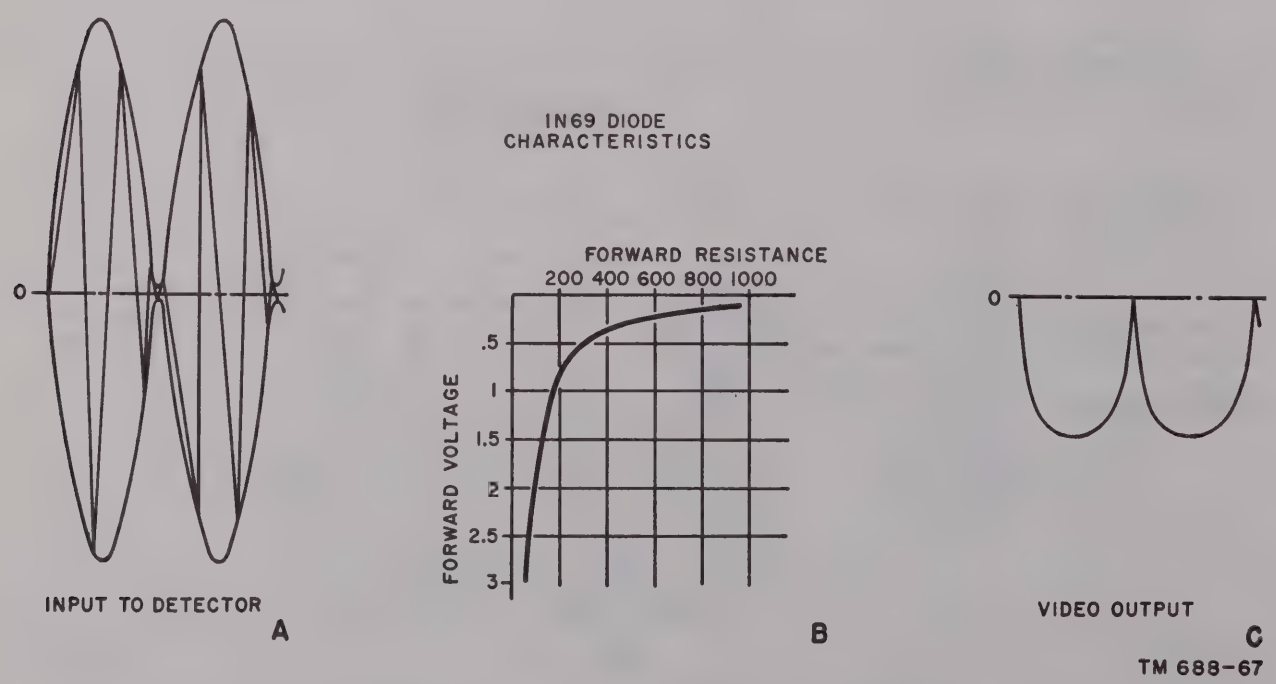

Figure 81. Detector analysis.
b. The amplitude-modulated 455-kc input to the detector circuit is shown in A, figure 81. The positive alternations of the 455-kc input are limited by crystal CR301 which conducts during the positive alternation. With only CR301 in the circuit, the detector output would be the amplitude-modulated negative alternations of the 455-kc signal. Crystals CR302 and CR303 and resistor R306 are added to the circuit to distort the modulation envelope to produce sharper propeller tips.
c. The voltage-resistance curve of the crystal diodes is shown in B, figure 81. The forward resistance (resistance to current flow from cathode to plate) is presented on the horizontal axis and the forward voltage (plate positive with respect to the cathode) is presented on the vertical axis. The forward resistance of the crystal is high for low forward voltages and low for high forward voltages. The resistance of the series circuit, consisting of crystals CR302 and CR303 and resistor R306, varies as the amplitude of the input voltage varies. When the modulation envelope is minimum, minimum forward voltage is applied to the crystals, and the forward resistance of the series circuit is maximum. When the modulation envelope is maximum, maximum forward voltage is applied to the crystals, and the forward resistance of the series circuit is minimum. During the minimums in the modulation envelope, the load on the signal source is minimum and the signal
is not distorted. During the maximums in the modulation envelope, the load on the signal source is maximum and the signal is limited. Resistor R306 limits the value of the lowest resistance of the series circuit. Resistor R307 and the capacitance of the cable that connects the detector output to the control modulator filter the 455 kc. The filtered output from the detector is shown in C, figure 81. The steep sides of the detector output which are the result of the distortion introduced by CR302 and CR303 result in sharp propeller tips on the bearing presentation. The detector output is connected by coaxial cable to the grid (pin 1) of control modulator V302.